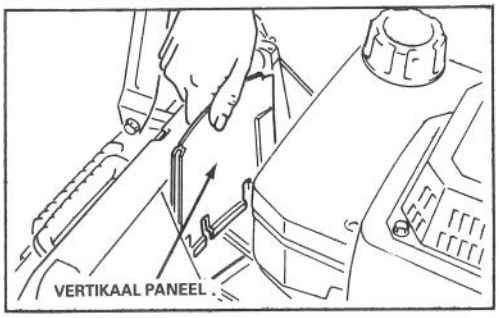

Afbeelding 28
3. Het vertikale paneel voor de transmissie verwijderen door deze recht omhoog te trekken (Afb. 28).